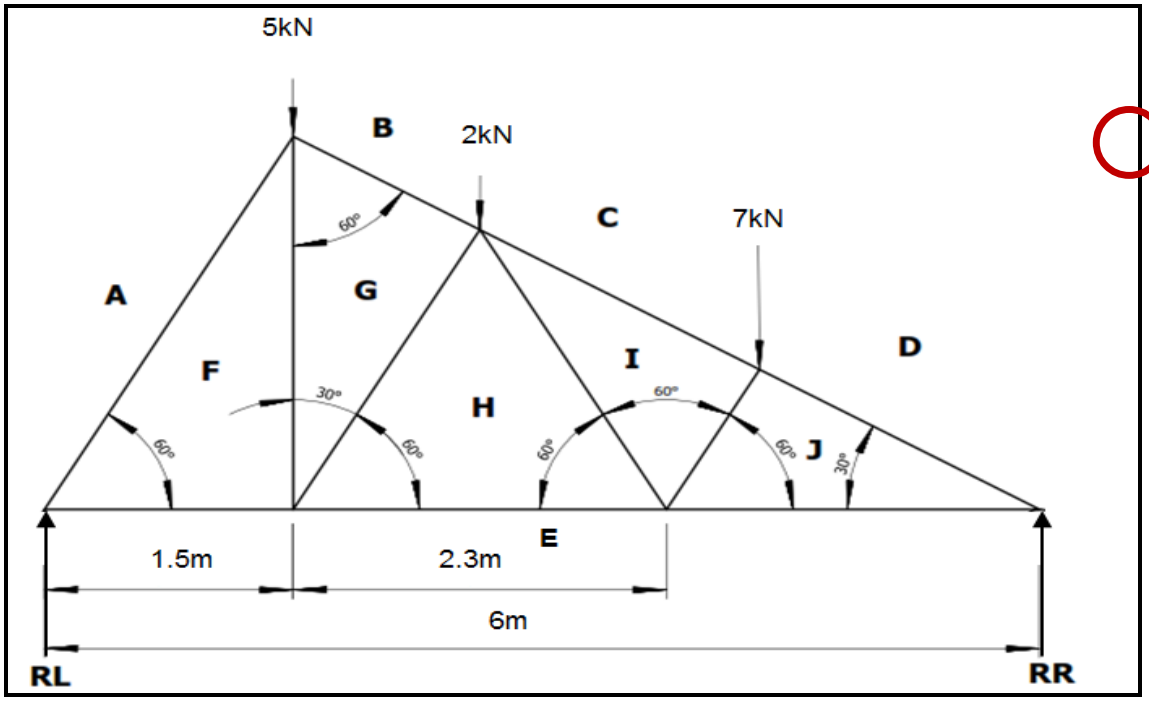

FIGURE 2
Refer to FIGURE 2 below:
4.3 Use a scale 1 cm:1 kN to draw a vector diagram to determine the magnitude and nature of forces acting on the frame shown in FIGURE 2 below. Reproduce TABLE 1 in your ANSWER BOOK and tabulate your solutions in the applicable spaces.